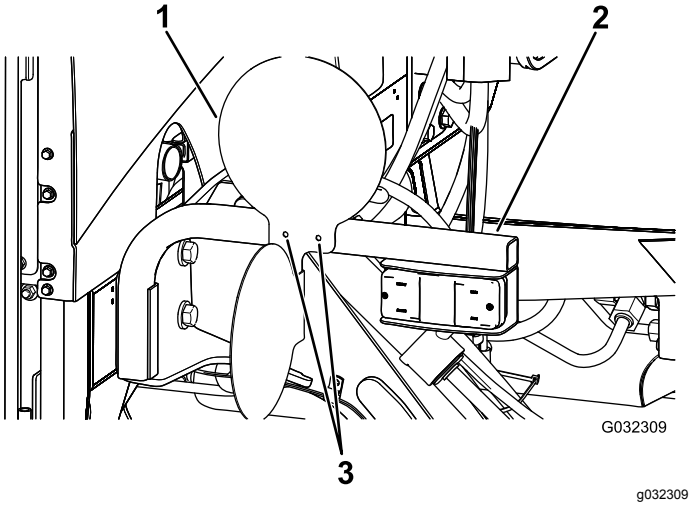

Figure 34
1. Align the plates with the existing holes in the light-kit brackets (Figure 34).